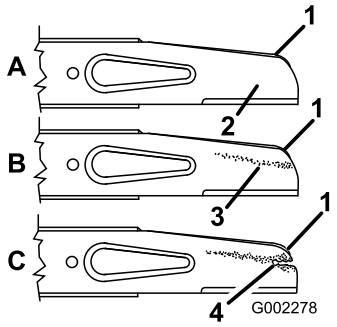

Figuur 23
2. Verwijder de mesbout, de klemring, de versneller en het mes (Figuur 23).